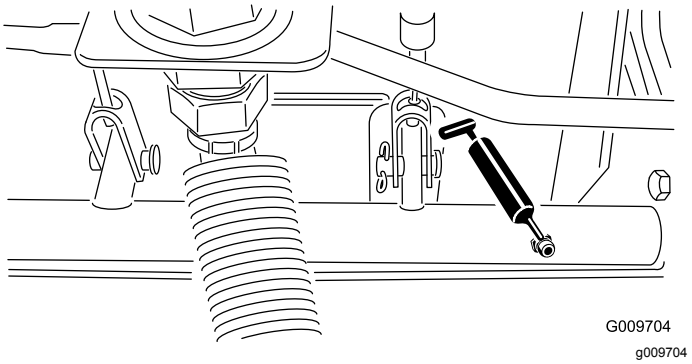

Figur 48
- Tapplagrene for bremseakselen (5) (Figur 48)